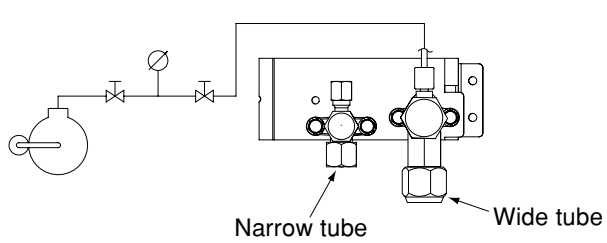

**Fig. 10-2**
(6) Both the wide and narrow tube service valves are open. If not, open them now. (Fig. 10-2)
(7) Request that the customer be present for the trial run.